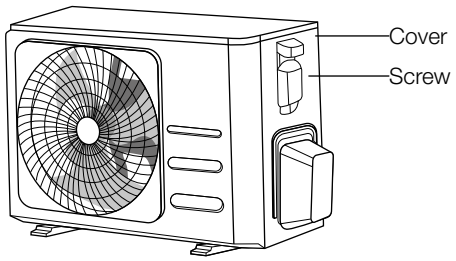

**Fig. 9.1**
7. Remove the electric cover of the outdoor unit. If there is no cover on the outdoor unit, take off the bolts from the maintenance board and remove the protection board. *(See Fig. 9.1)*